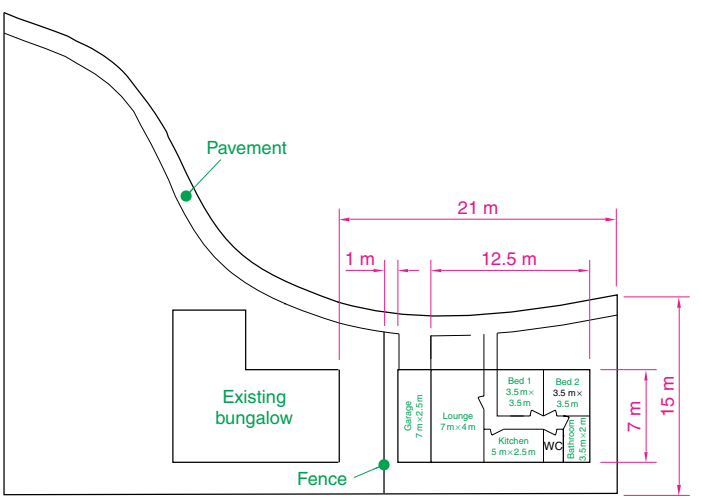

Fig. 12.9 Exercise 1
1. Fig. 12.9 is a site plan drawn to a scale of 1:200 showing a bungalow to be built in the garden of an existing bungalow.